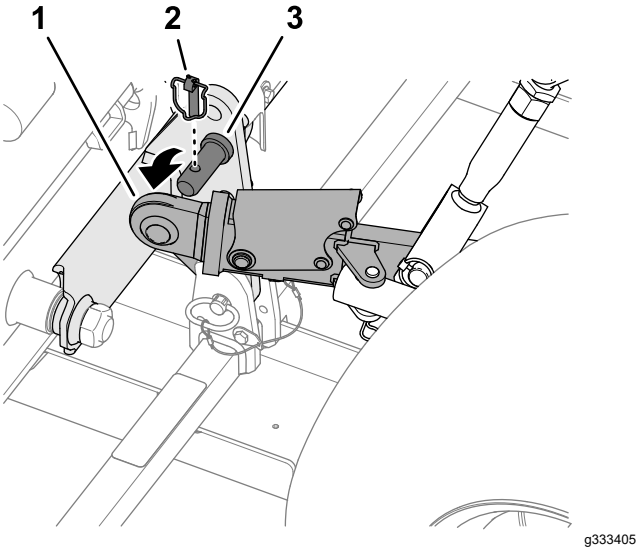

**Figuur 47**
1. Verwijder de 2 lynchpennen en schuif de onderste verbindingsarmen van de koppelpennen van de machine (Figuur 47).